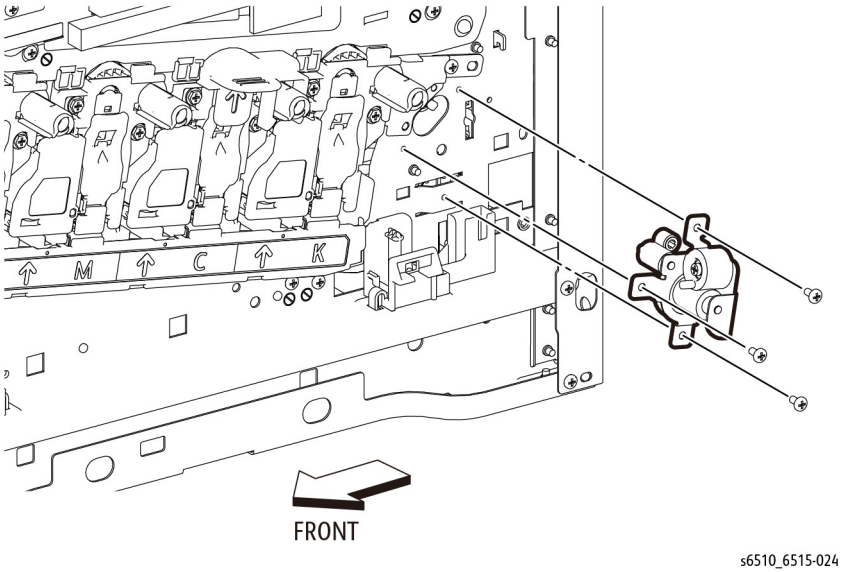

Figure 1 Remove the Waste Drive Assembly
2. Refer to Figure 1 to remove the three screws (silver, M3X6mm) attaching the Waste Drive and remove the drive.